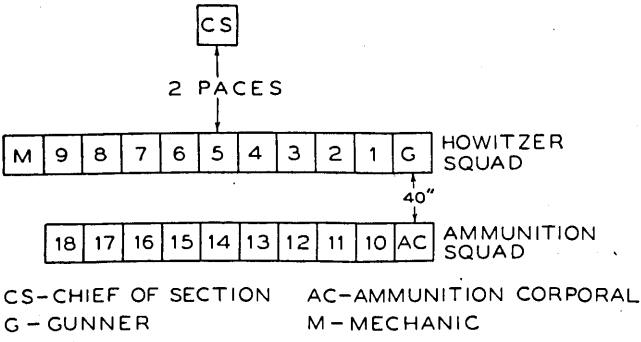

Figure 1. Formation of personnel of howitzer section.
5. FORMATION. a. Order of formation. The howitzer section is formed at normal interval as in figure 1. Drivers and higher numbered cannoneers, if present, form to the left of the mechanic or as directed by the chief of section.
b. To form. (1) The place of formation is indicated in the commands given, for example, 1. IN REAR OF THE PIECE, or 1. ON THE ROAD FACING THE PARK, 2. FALL IN. The chief of section shows the gunner where the right of the section is to rest, takes position 2 paces in front of and facing the place where the center of the section is to rest, and repeats the command, FALL IN. The gunner hastens to the point where the right of the section is to rest, facing in the proper direction. Other members of the section move at the double time and fall in at attention in their proper places.
d. Howitzer secured (see par. 50). The section is formed as shown in figure 1, the chief of section 4 paces from the rear of the recoil pit.
c. Upon completion of the duties prescribed in any given step, cannoneers will either form as a section (fig. 1) or take positions preparatory to performing their duties in the next step, as may be prescribed by the chief of section. When the cannoneers are instructed sufficiently, all the steps will be executed successively at the single command: ACTION FRONT.